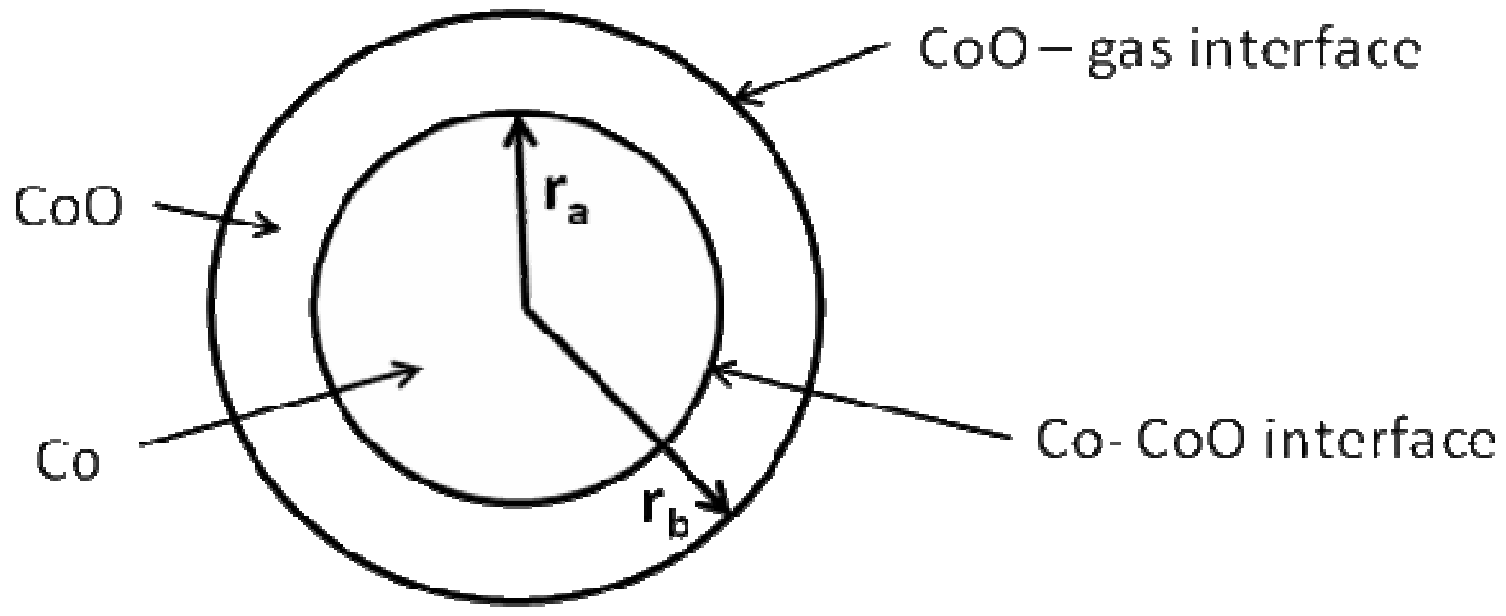

Fig. 2
Solid cobalt oxide (bulk) is formed in the reaction vessel. This causes an irreversible loss of the catalyst's mass. Solid cobalt oxide can also be deposited on the surface of Co(s). In this case the new spherical layer is formed around the surface of the catalyst (see figure 2) and the catalytic activity drops.
Assume now that solid cobalt oxide forms a spherical layer around a nanoparticle of cobalt. In this case the nanoparticle contains both a reactant (Co) and a product (CoO) (Fig. 2).
2.8 When spontaneous oxidation of Co begins the radii of two layers in the nanoparticle (Fig. 2) are almost equal, r_a = r_b = r_0, and $\Delta_r G^0(1, r_a, r_b) = \Delta_r G^0(1, r_0)$. Assume that